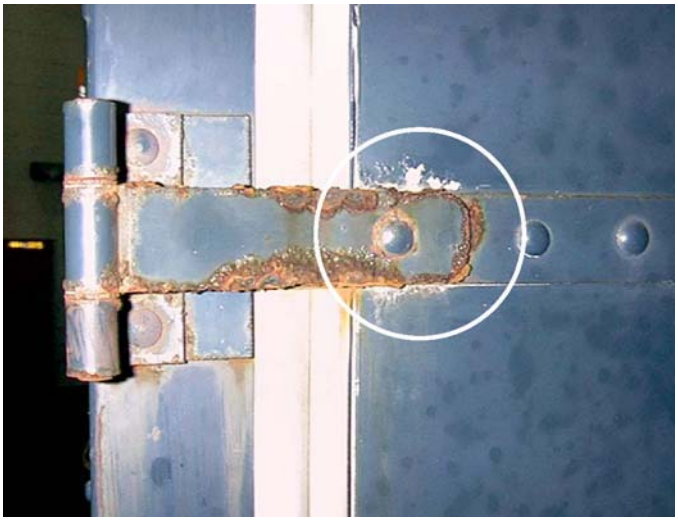

Figure 1-6. Example of Galvanic Corrosion - Steel Hinge Bolted to an Aluminum Door
1.7.2 Galvanic Corrosion. Galvanic corrosion (see Figure 1-6) occurs when different metals are in contact with each other and an electrolyte (such as salt water). It is usually recognizable by a buildup of corrosion at the joint between the metals. If two dissimilar metals that are widely separated in Table 1-1 are in direct electrical contact, galvanic corrosion is probably occurring. The less corrosion-resistant metal (the higher metal in Table 1-1) becomes the anode and the more corrosion-resistant metal (the lower metal in Table 1-1) becomes the cathode. As stated earlier, the anode will corrode. The farther apart the metals are in Table 1-1, the more severe will be the corrosion of the anodic metal if the metals are joined electrically and placed in an electrolyte. In most cases, the galvanic series listed in Table 1-1 is a good predictor of how metals will corrode in a galvanic couple. A major factor in galvanic corrosion is the size of the anode and cathode. A small anode in contact with a large cathode will corrode much more severely than a large anode in contact with a small cathode.